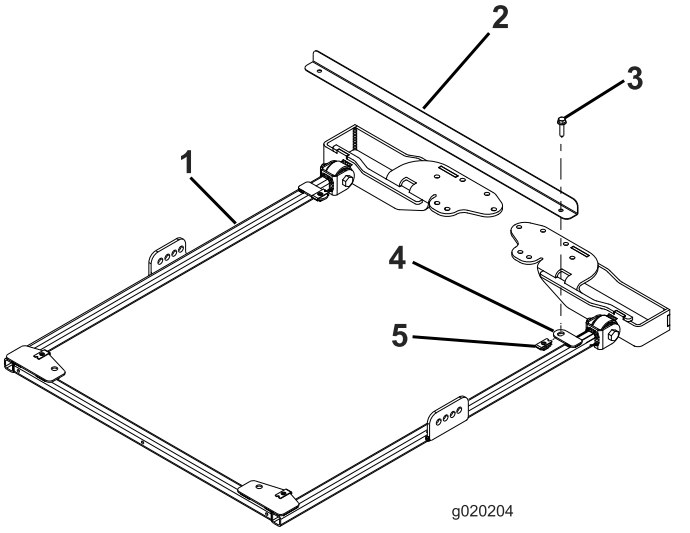

図 5
1. フレームを正しく整列させるために、サンシェードのフレームの後部にある取り付けタブに、フレーム整列バーを取り付けるフランジヘッドボルト5/16 x 1¼2本を使用して図 5のように取り付ける。